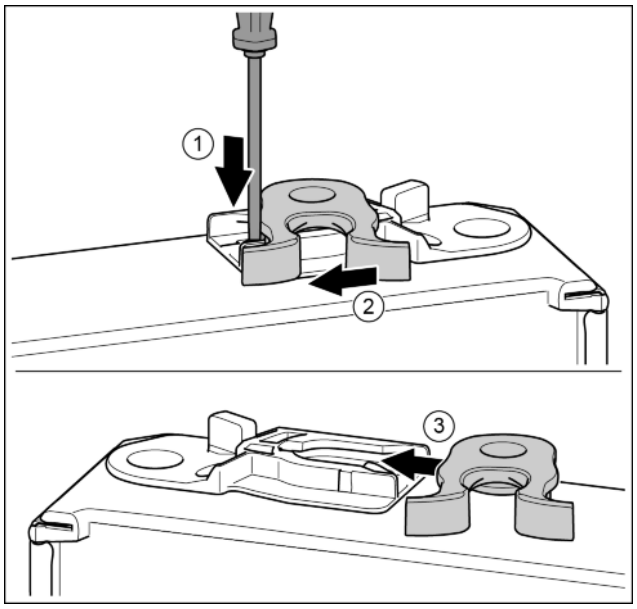

*Fig. 18**
- ▶ Push the tab downwards with a slotted screwdriver.* *Fig. 18 (1)*
- ▶ Pull the door latch out of the guide.* *Fig. 18 (2)*
- ▶ Push the door latch into the guide on the other side.* *Fig. 18 (3)*